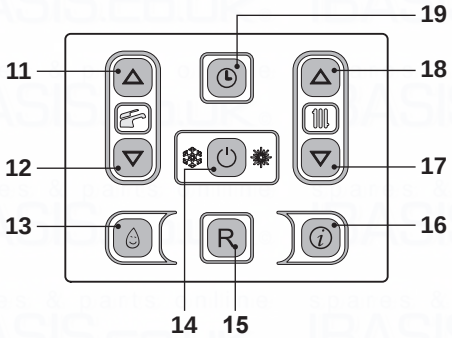
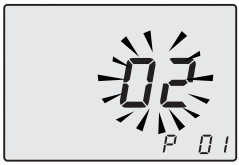
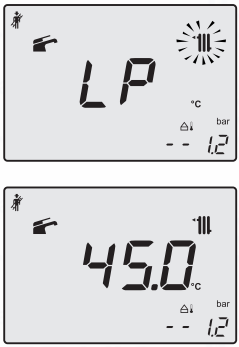
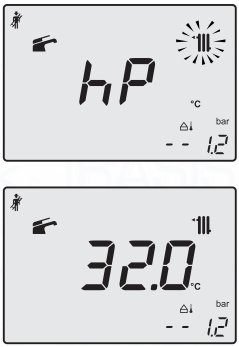

Fig. 9.21
Fig. 9.22
Fig. 9.23
Fig. 9.24
- Enter in "programming mode" by pressing keys 14 - 17 - 18 (Fig. 9.21) for 10 seconds at the same time until the letters **P01** are displayed on the LCD display, indicating that "parameter 01" (Fig. 9.22) has been activated.
- Press keys 17 and 18 (Fig. 9.21) at the same time until the LCD display displays the letters **LP** that alternate with the heating water temperature value (e.g.**45**), indicating the activation of the "chimney sweep function" at minimum output (Fig. 9.23).
- By pressing 18 (Fig. 9.21) it is possible to change power in chimney sweep mode: with the letters **hP** on the LCD display which alternate between the heated water temperature (i.e.**32**), we are in the “chimney sweep function” at the minimum power during heating (Fig. 9.24).
- Press keys 14 - 17 - 18 (Fig. 9.21) at the same time again to exit the "chimney sweep mode" and return to the previously set boiler status (Fig. 9.27).